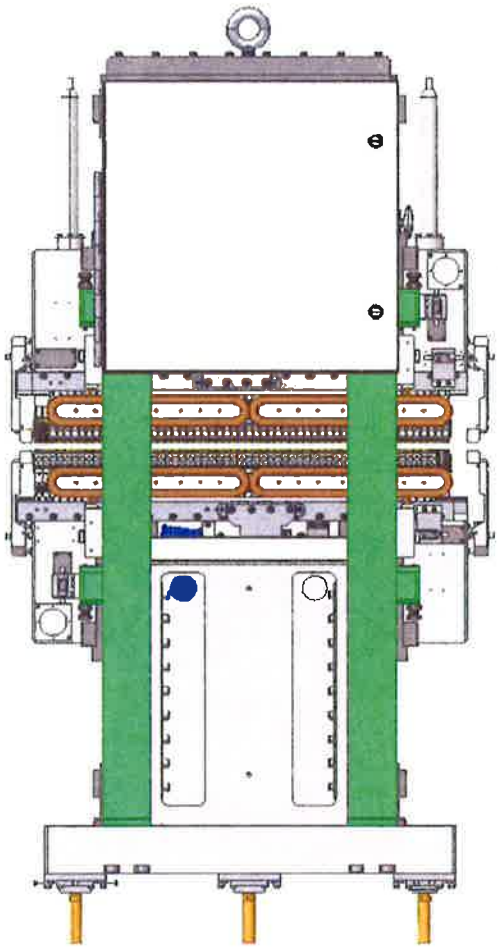

Figure 2 Back View of EPU Model
The sub-girders are held to the main girders with a V shaped bearing rail. There are set screws backed by a jam nut, items 8 and 9 in figure 2 below, to hold a preload on these bearings. The preload torque on the set screw is 9 N-m (80 in-lbs). The jam nut is only snug to prevent pulling back on the preload screw but yet keep the preloaded set screw in place. The ID unit must be in the Circular mode to minimize the transverse magnetic load and at maximum gap to minimize the magnetic vertical load. The longitudinal load is maximum at maximum gap but this should not be a concern for this setting. The circular mode is at +/- .1621 phase or 9.726 mm. There are 2 circular modes, 1) CP+ has A and D at .1621 and B and C are at -.1621 phase, 2) CP- has A and D at -.1621 and B and C at .1621 phase.